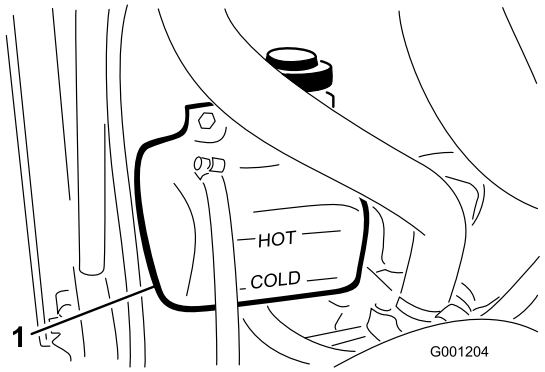

**Figuur 24**
1. Controleer het koelvloeistofpeil in de expansietank (Figuur 24). Het koelvloeistofpeil behoort tussen de markeringen op de zijkant van de tank te staan.